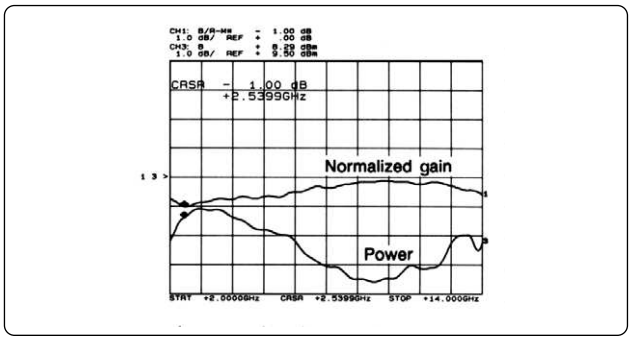

Figure 7. Example normalized swept frequency gain compression measurement. Gain compression is measured relative to small signal gain.
In the alternate sweep measurement, it is difficult to see exactly at which frequency 1–dB gain compression first occurs. This can be more easily seen using normalization to the small signal gain. Small signal gain is placed into memory, then normalized. As the power level is increased, compression can be observed as the drop from a flat reference line. The worst case frequency can be easily determined (see Figure 7). Notice that in this measurement, the actual values of small and large signal gain are not displayed.
2. Increase the source power level until the trace falls by 1–dB at some frequency. An example is shown in Figure 7. This display shows compression from a flat trace, but does not show the actual values of small signal or large signal gain.